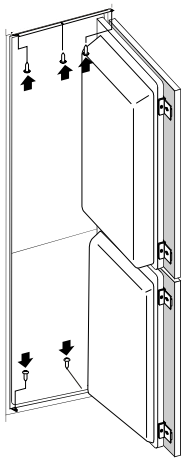

Fig. 5
- Fix the appliance into the kitchen unit. On the upper side, fix the three screws A 4 x 12 through the rail and on the lower side with two screws A 4 x 16, through the lower hinges. Drill holes, ø 3 x 5 (Fig. 5).